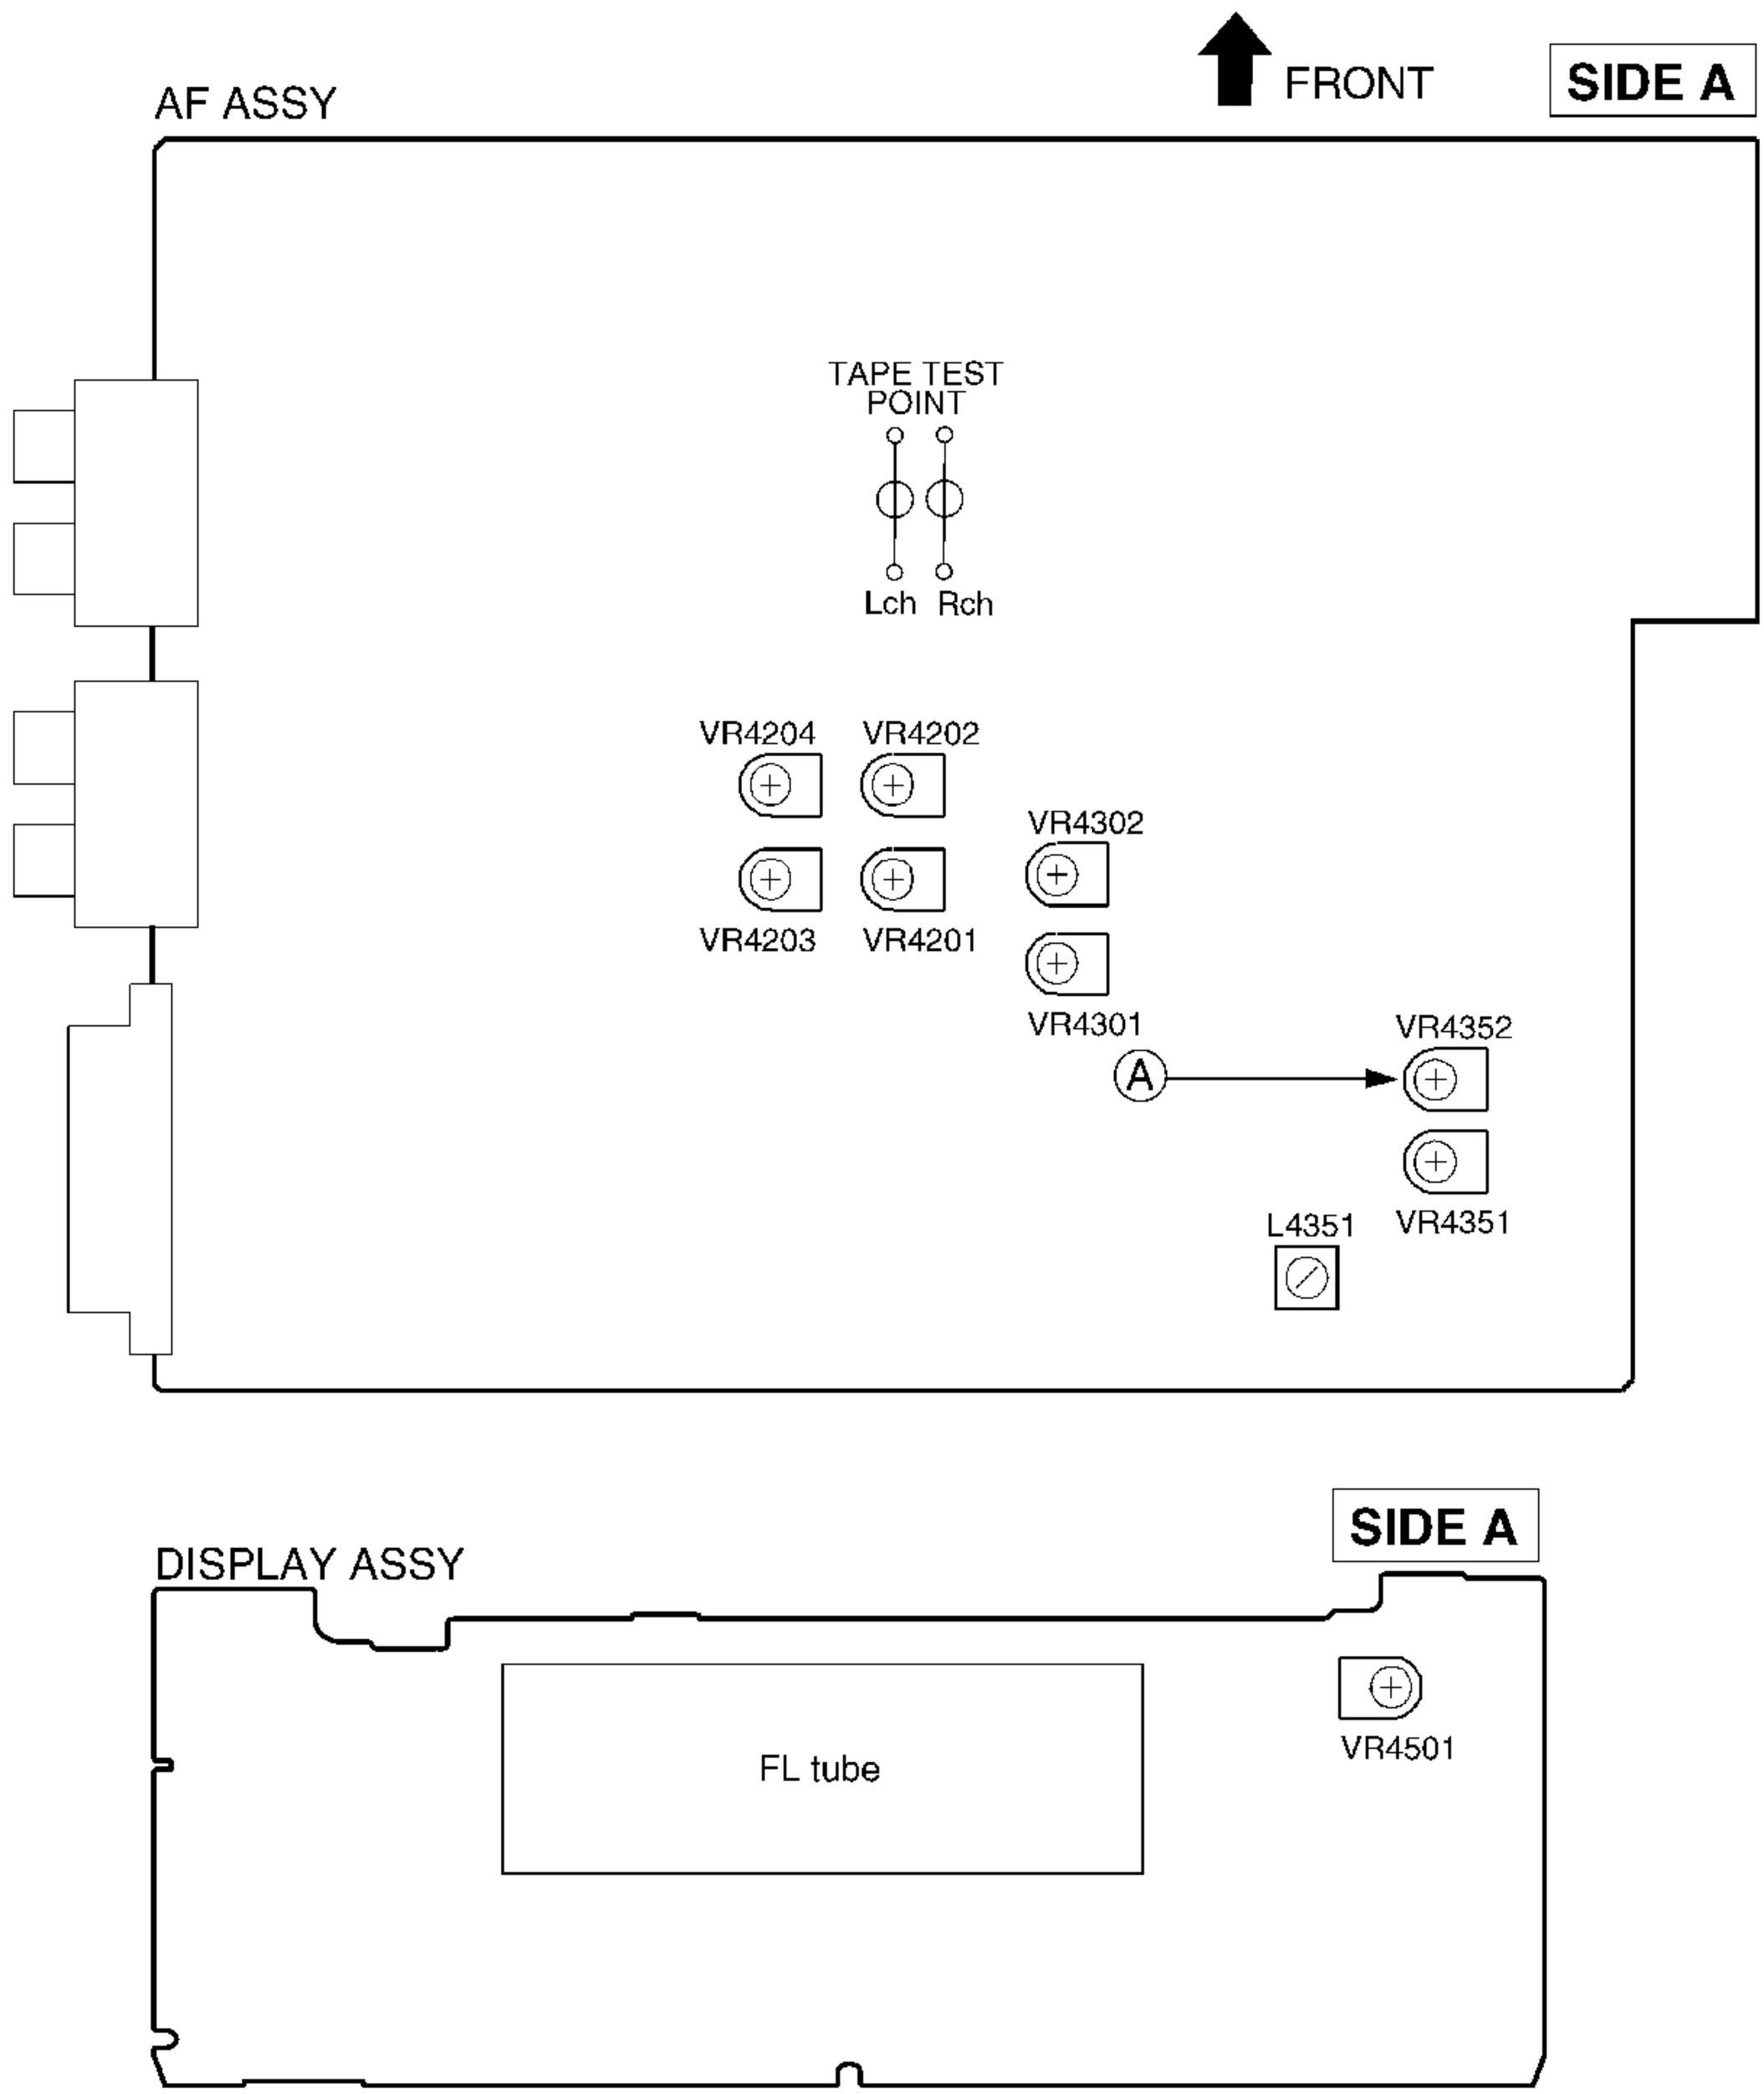

Fig. 2-4 Adjustment and Measurement points
- Adjustment points and test points are shown in Fig. 2-2 and Fig. 2-4.
| | | | DeckII | L4351 | Between Ⓐ point in Fig. 2-4 and GND. | | |